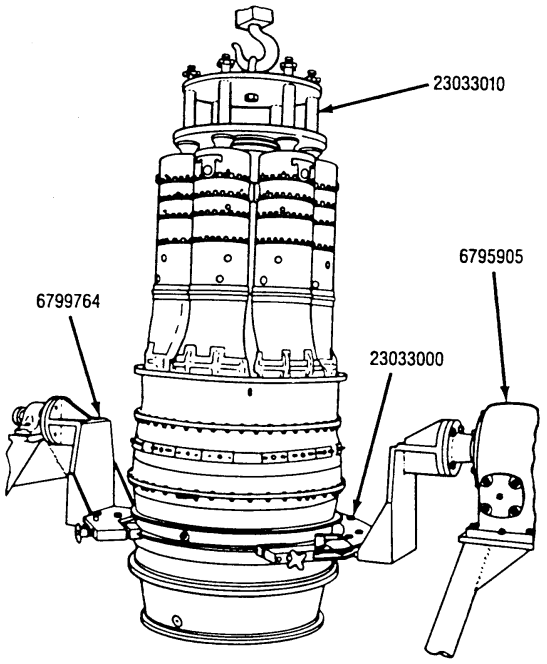

Figure 3. Removal/ Installation of Combustion Liners on Turbine Unit, Using 23033010 Combustion Liner Alignment and Lifting Fixture
b. Slowly turn turbine unit to vertical position, front end up. (See figure 3.)
f. Install 23033010 combustion liners alignment and lifting fixture (figure 3), remove combustion liners (3, figure 2) from turbine unit as an assembly as follows:
(1) Lift combustion liners approximately 2 inches to disengage attaching hangers from inner liner.
(2) Turn liners approximately 2 inches to clear lower rib. Center hangers between liners.
(3) Remove liners from turbine.